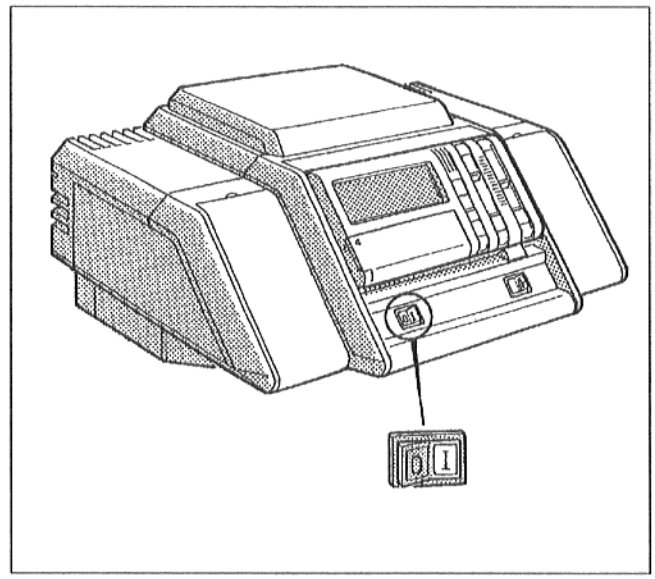

Fig. 1: Puesta en marcha del quemador de gas
- Situar el interruptor de servicio (Fig. 1) en la posición I (CONECTADO).
- Situar el interruptor de servicio (Fig. 1) en la posición 0 (DESCONECTADO).